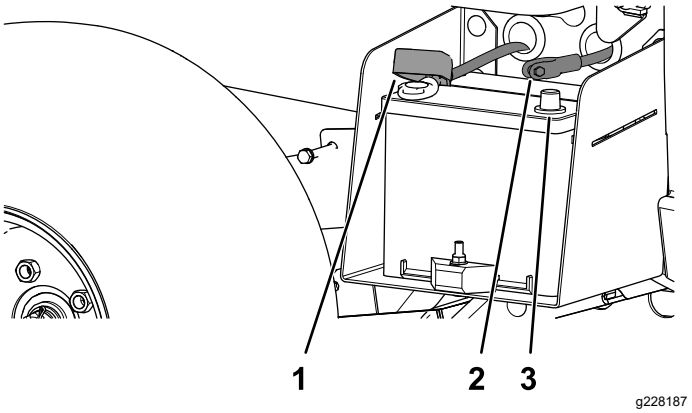

Figura 5
3. Ligue o cabo positivo da bateria (vermelho) ao terminal positivo (+) da bateria e prenda o cabo com os parafusos e porcas (Figura 5).